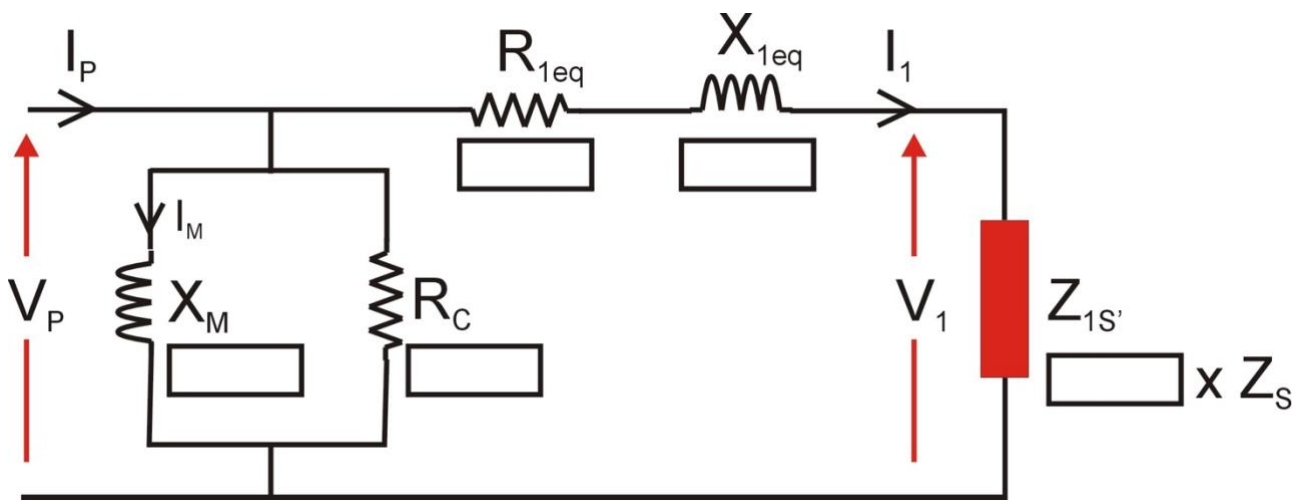

Figure 7: Measured Transformer Equivalent Circuit
From your results fill in the component values of the complete transformer equivalent circuit shown on Figure 7. Also note that the value of $Z_{1s'}$ (secondary load impedance REFERRED TO THE PRIMARY SIDE) is equal to the (turns ratio)^2 x Secondary Impedance (Zs). Calculate the value for (turns ratio)^2 based on your measured value for turns ratio and put this value in the box below $Z_{1s'}$ in Figure 7.
2. Using the equivalent circuit on Figure 7 calculate I_1 (hint: ignore X_m and R_c components)
3. Using the equivalent circuit on Figure 7 calculate V_1 (hint: $V_1 = I_1 . Z_{1s'}$)